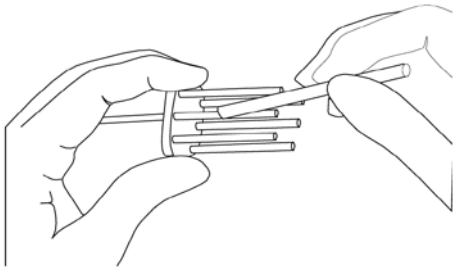

Figure F.1.3c: Re-lubricating 125 - 12.5 µl Pipettes
• 125 µl, 30 µl, 12.5 µl Pipettes: Spread the lubricant directly onto the pistons, approximately 0.5 inches (approx. 1.3 cm) from the bottom of each piston (see Figure F.1.3c).